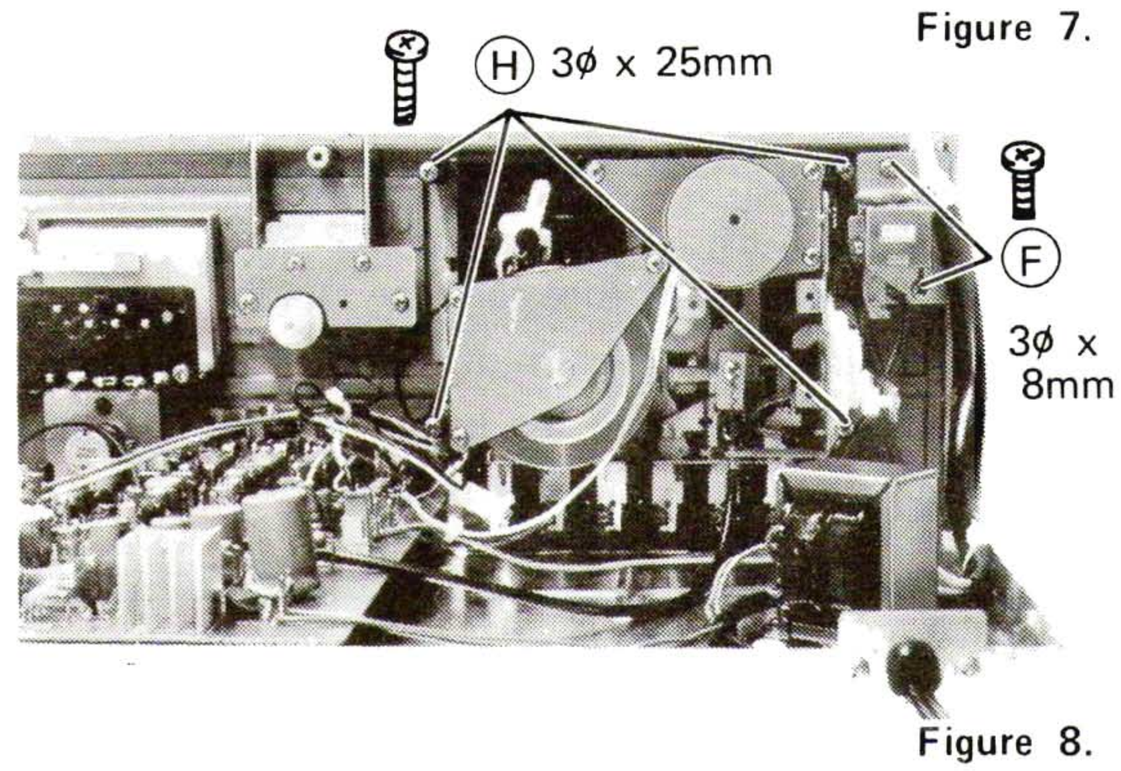

Figure 8.
1. Remove 2 screws (F) (3ϕ x 8mm, Tapping) which hold the power switch board for easy removal of mechanical assembly. (See figure 8.)
5. Remove the mechanical assembly from the body by removing 4 screws (H) (3ϕ x 25mm, Tapping) which fix the mechanical assembly to the panel. (See figure 8.)